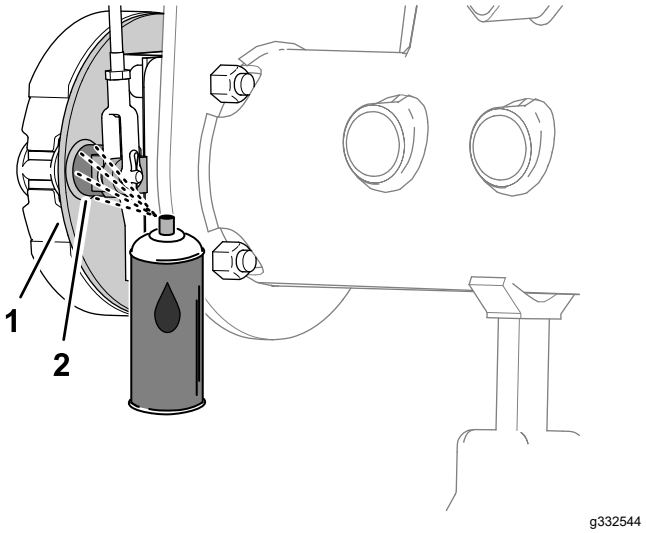
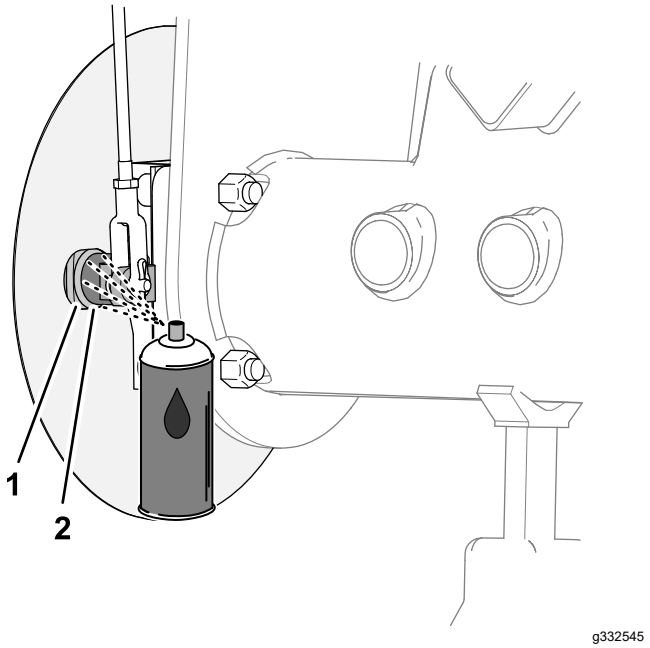

Figur 69
Figur 70
1. På indersiden af bremsens bagplade (maskiner uden fælggræsafskærmningen (ekstraudstyr)) eller hjulskærmen (maskiner med fælggræsafskærmningen (ekstraudstyr)) skal du påføre olie på området mellem bremseknastakslen og bagpladen (Figur 69 eller Figur 70).